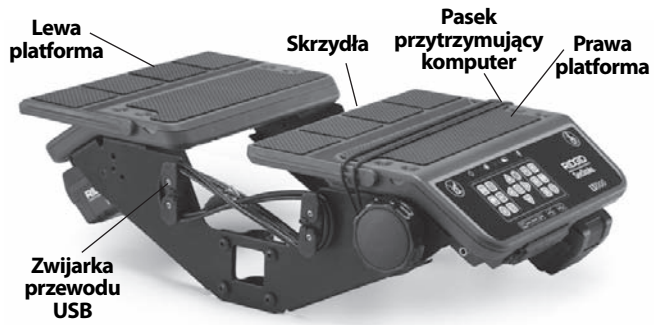

Rysunek 7 – Obniżanie skrzydeł platformy
5. Poprowadzić przewód USB urządzenia LT1000 do gniazda USB komputera przenośnego i go podłączyć. Zwinąć nadmiar przewodu do zwijarek przewodu USB. (*Patrz Rysunek 7.)*